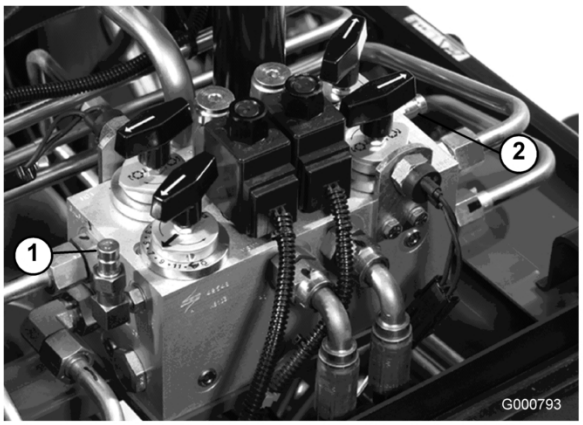

Figura 68
2. Il foro diagnostico B (Figura 68) agevola la diagnostica del circuito idraulico degli elementi di taglio anteriori.
3. Il foro diagnostico C (Figura 68) agevola la diagnostica del circuito idraulico degli elementi di taglio posteriori.